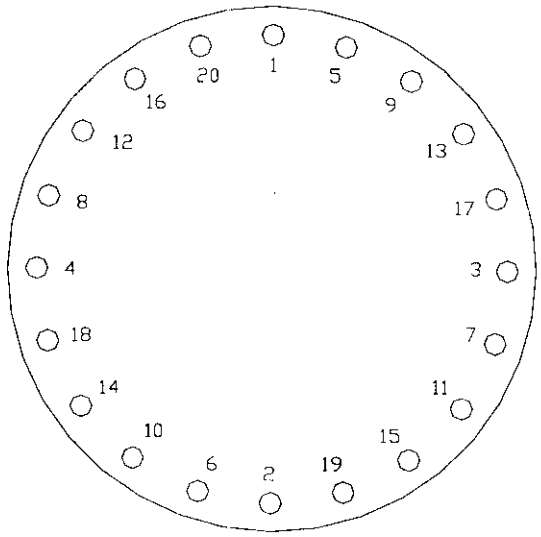

Figure 1.26 Tightening sequence for the 20 Conflat bolts.
1.26 Use a 5/16 12-point socket to tighten the 20 Conflat bolts. The tightening must be made gradually in ¼ turn increments to a final torque of 15 ft-lbf (180 in-lbf). The tightening sequence is given by Fig. 1.26.